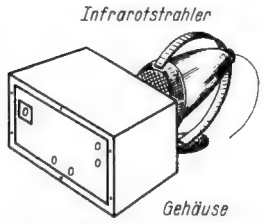

*Bild 1. Kasten zur Aufnahme des zu untersuchenden Transistorgerätes oder des Versuchsaufbaus mit dahinter stehendem Infrarotstrahler*
Man bringt das zu untersuchende Chassis oder das ganze Gerät in einem vielleicht bereits vorhandenen Blechgehäuse unter, das möglichst dicht und von schwarzer Farbe sein sollte. Dieses Gehäuse wird von außen durch einen Wärmestrahler aufgeheizt (*Bild 1*). Die gewünschten Meßanschlüsse, z. B. die Kollektorstromzuführungen, die Eingangs- und Ausgangsklemmen des Verstärkers, werden nach außen geführt. Die Temperaturkontrolle und -einstellung erfolgt durch ein einfaches Kontaktthermometer, wie es von Hühnerzüchtern für Brutzwecke verwendet wird.
Allstromempfänger und Wechselstromgeräte, die nur mit einem Heiztransformator ausgerüstet sind, stehen bekanntlich mit ihrem Chassis in leitender Verbindung mit dem Lichtnetz. Nach den VDE-Vorschriften sind deshalb die Tonabnehmerbuchsen über Schutzkondensatoren C 1 bis C 3 (*Bild 1*) angeschlossen, deren Wert 5 nF nicht übersteigen darf. Diese aus Sicherheitsgründen unbedingt erforderliche Anschlußart kann bei hochohmigen (Kristall-) Tonabnehmern, die üblicherweise mit einer einadrigen abgeschirmten Zuleitung versehen sind, zu starken Brummstörungen führen. Auf dem Kabelmantel fließen gemeinsam Brumm- und Tonspannung. Sie überlagern sich am Kondensator C 2, weil er für beide Wechselspannungen einen gewissen Scheinwiderstand bildet. Infolge der
*Bild 1. Bei einadrigem abgeschirmtem Tonabnehmer-Kabel gelangen Brummstörungen in den Weg der Tonfrequenz, sofern der benutzte Empfänger eine Allstrom-Schaltung verwendet*